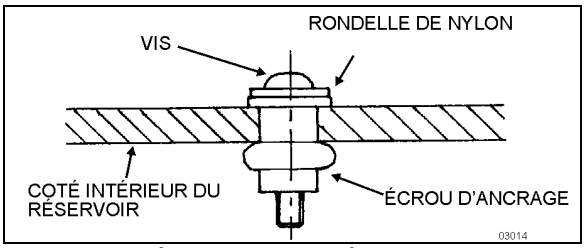

FIGURE 14 : RÉPARATION DU RÉSERVOIR DE CARBURANT
5. Placer l'ensemble dans le trou percé. Serrer la vis 10 tours complets. Voir Figure 14.